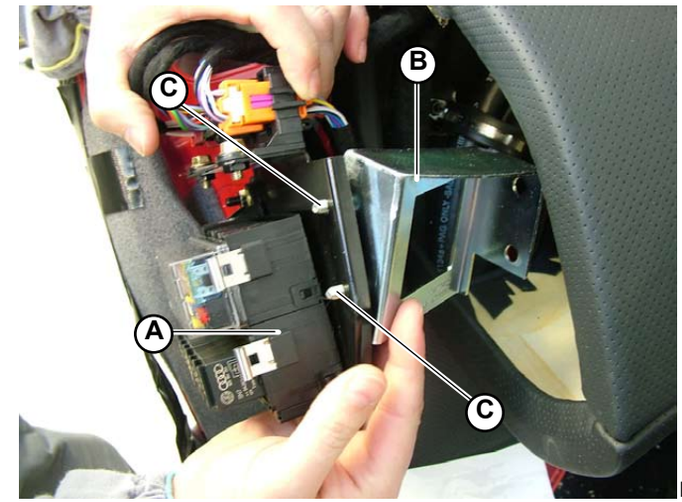

Fig.1
1. Disconnect fuse box no. 1 (**A-Fig.1**) from the fixing bracket (**B-Fig.1**) by unscrewing the 2 fixing screws (**C-Fig.1**).